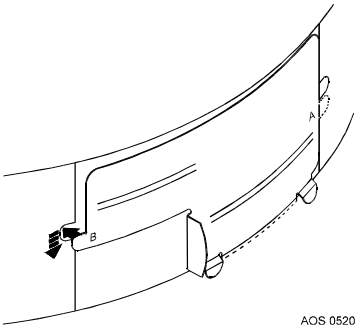

Abbildung 7 - Montage der kleinen Innentür
3. Schieben Sie dann Lippe B hinter die Stahlwand (siehe Abbildung 7).